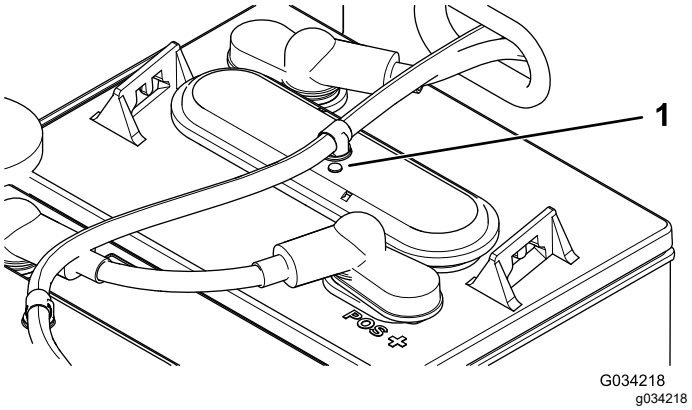

Figur 39
3. Kontroller maljene på hvert batteri for å se om de er enten svarte eller hvite (Figur 39).